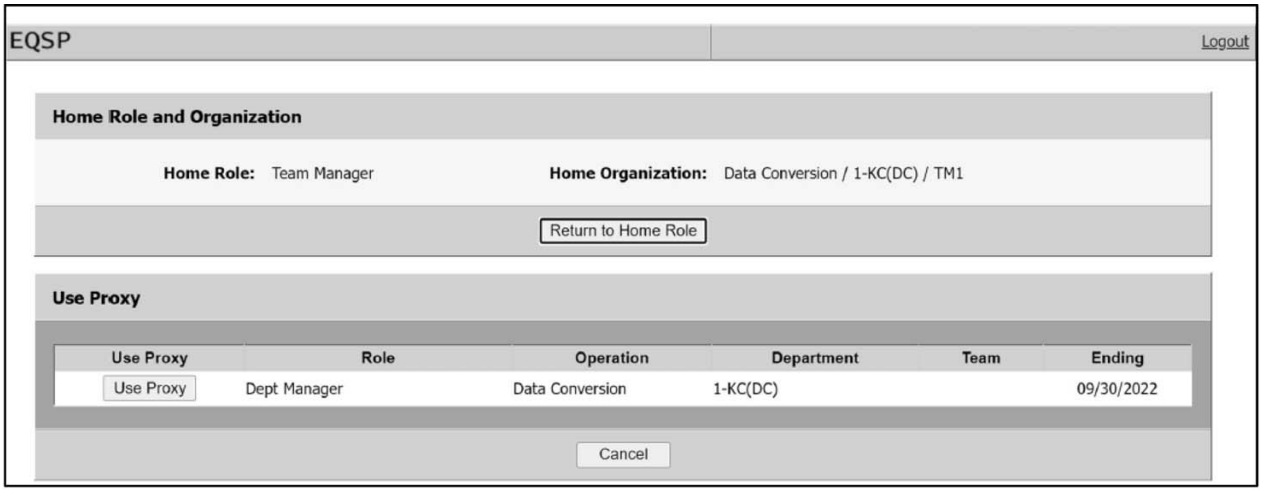

Figure 3.30.30-8 Use Proxy Screen
(1) Accessing the Use Proxy Screen:
b. The Use Proxy Screen will generate. See **Figure 3.30.30-8.**